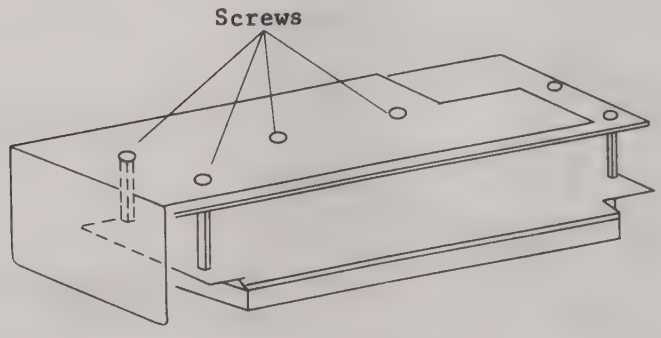

Fig. 4-41 Disconnecting the shield sheet
4. Disconnect the shield sheet of the side panel as shown in Fig. 4-41.